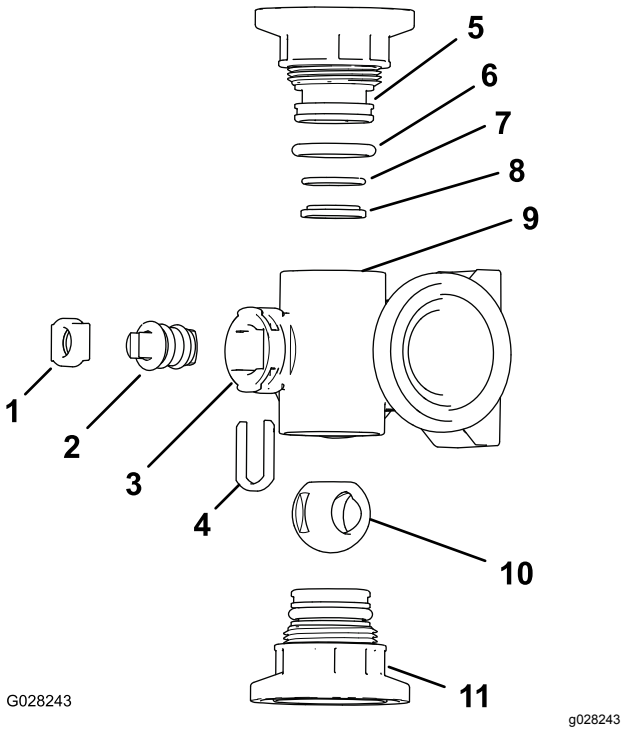
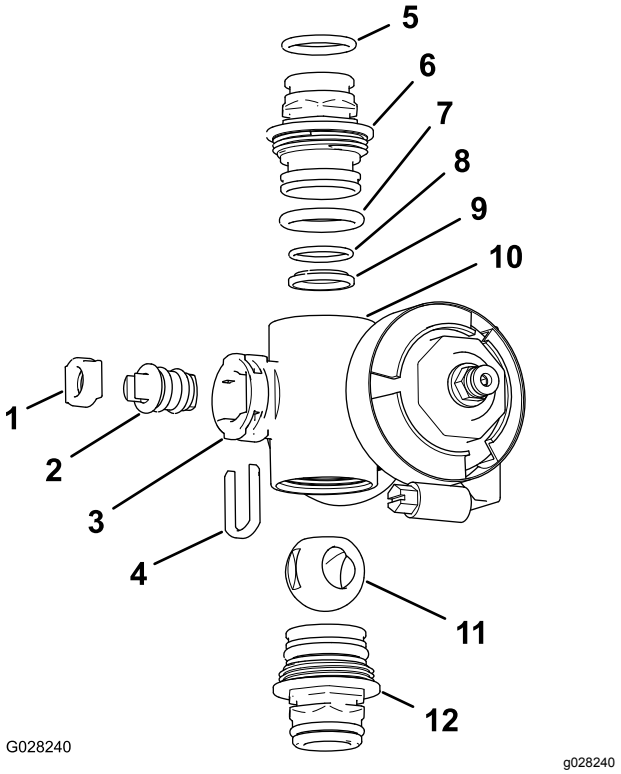

Figur 123
Figur 124
2. Fjern de to kappkoblingsenhetene fra hver ende av manifoldkroppen (Figur 123 og Figur 124).
4. Fjern stammeholderen fra slissene i manifoldets stammeport (Figur 123 og Figur 124).
5. Fjern stammeholderen og ventilstammesetet fra manifoldet (Figur 123 og Figur 124).
6. Ta ut ventilstammeenheten fra ventilkroppen (Figur 123 og Figur 124).
1. Se etter skader og slitasje på uttaksnippel-O-ringene (bare på seksjonsventilmanifolden), kappkobling-O-ringene, de bakre O-ringene og kuleskålen (Figur 123 og Figur 124).
2. Smør silikonfett på ventilstammen og før den inn i ventilstammesetet (Figur 123 og Figur 124).
3. Monter ventilstammen og setet på manifoldet, og fest dem med stammeholderen (Figur 123 og Figur 124).
4. Påse at den bakre O-ringen og kuleskålen er på linje med og plassert i kappkoblingen (Figur 123 og Figur 124)
5. Monter kappkoblingsenheten på manifoldkroppen slik at flensen på kappkoblingen rører manifoldkroppen (Figur 123 og Figur 124), og drei kappkoblingen ⅛ til ¼ omdreining til.